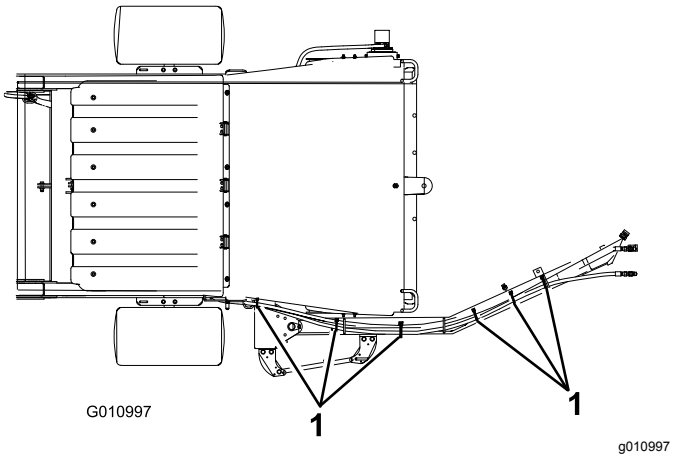
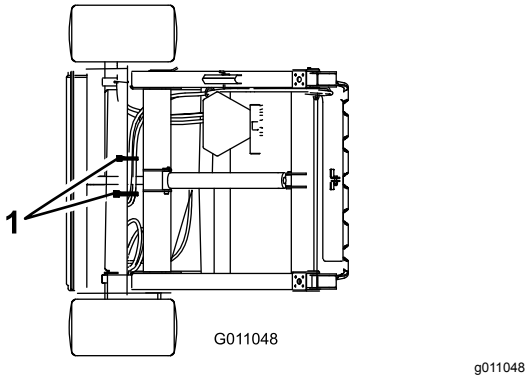

Figuur 12
Figuur 13
2. Bevestig de hydraulische slangen en kabelboom zoals getoond in Figuur 12 en Figuur 13.